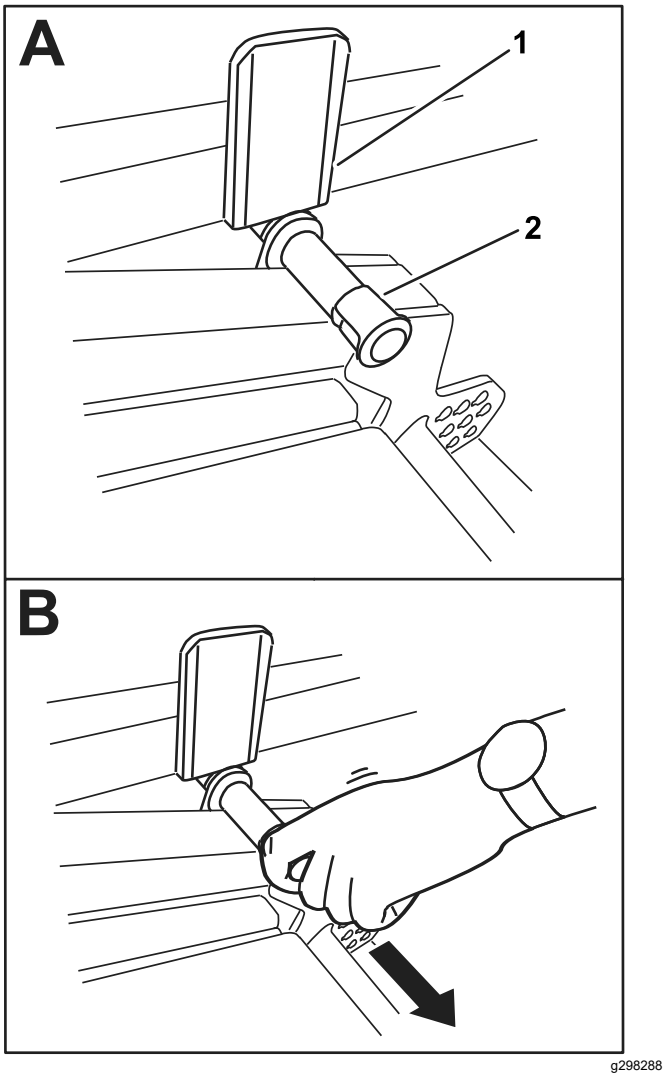

Figur 42
2. Vrid klippenheten långsamt nedåt tills pinnen kommer i kontakt med lyftarmsplattan (A i Figur 42).
3. Tryck ned på klippenheten med foten och dra sedan ut pinnen (B i Figur 42) så att klippenheten stabiliseras i läget TRANSPORT.